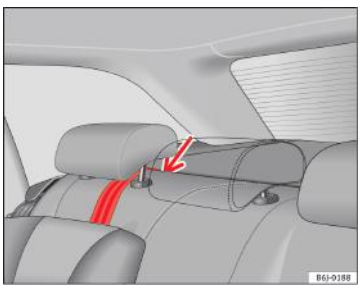

Fig. 28 Chinga de fixare: reglare şi montare corectă
– Dirijați cureaua de fixare Top Tether pe sub tetiera scaunului din spate ⇒ fig. 28 (ridicați tetiera la nevoie).